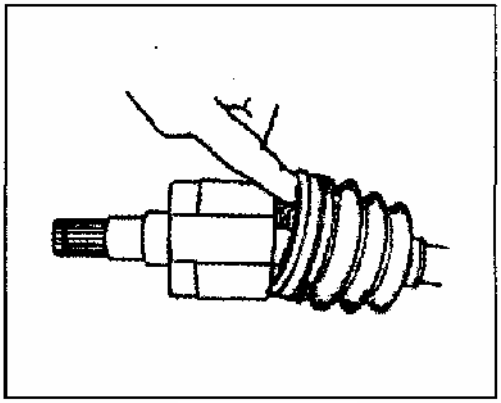

Рис. 482
9) Нанесите смазку во внутрь корпуса, установите пыльник на корпус (Рис. 482).